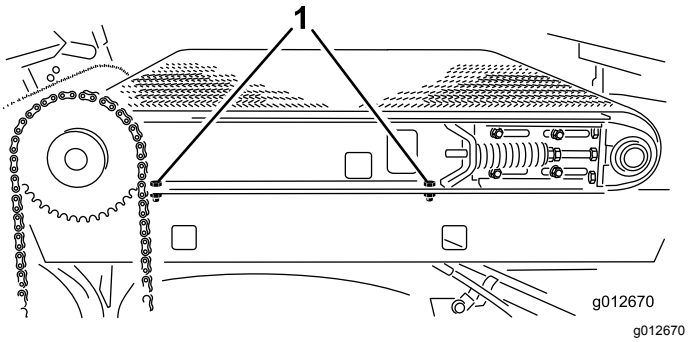

Figure 33
4. At the right side of machine, loosen 2 capscrews that secure slider-frame rail to the right fender (Figure 33). Ensure that the capscrews are loose enough to allow slider bed tip.